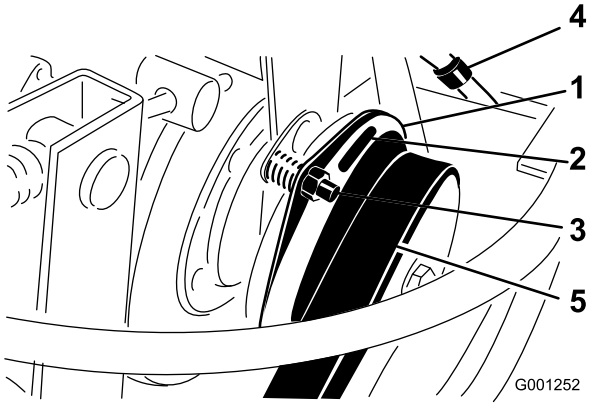

**Figuur 66**
3. Stel de elektrodenafstand in en wel zodanig dat u een lichte druk voelt als u een voelermaat van 0,381 mm tussen de koppelingsvoering en de frictieplaat schuift (Figuur 66). U kunt de afstand verkleinen door de stelmoer rechtsom te draaien (Figuur 66). De maximale elektrodenafstand is 0,762 mm. Stel alle 3 elektrodenafstanden af.